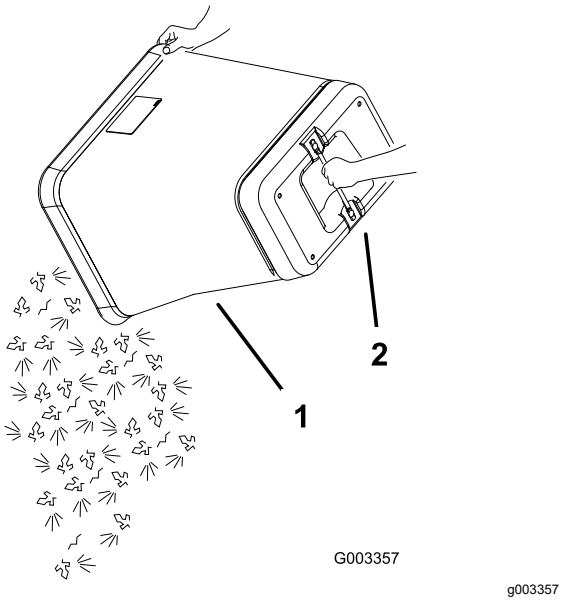

Figur 41
5. Tag fat i håndtaget i posens bund, og vip det over til den tomme pose (Figur 41).